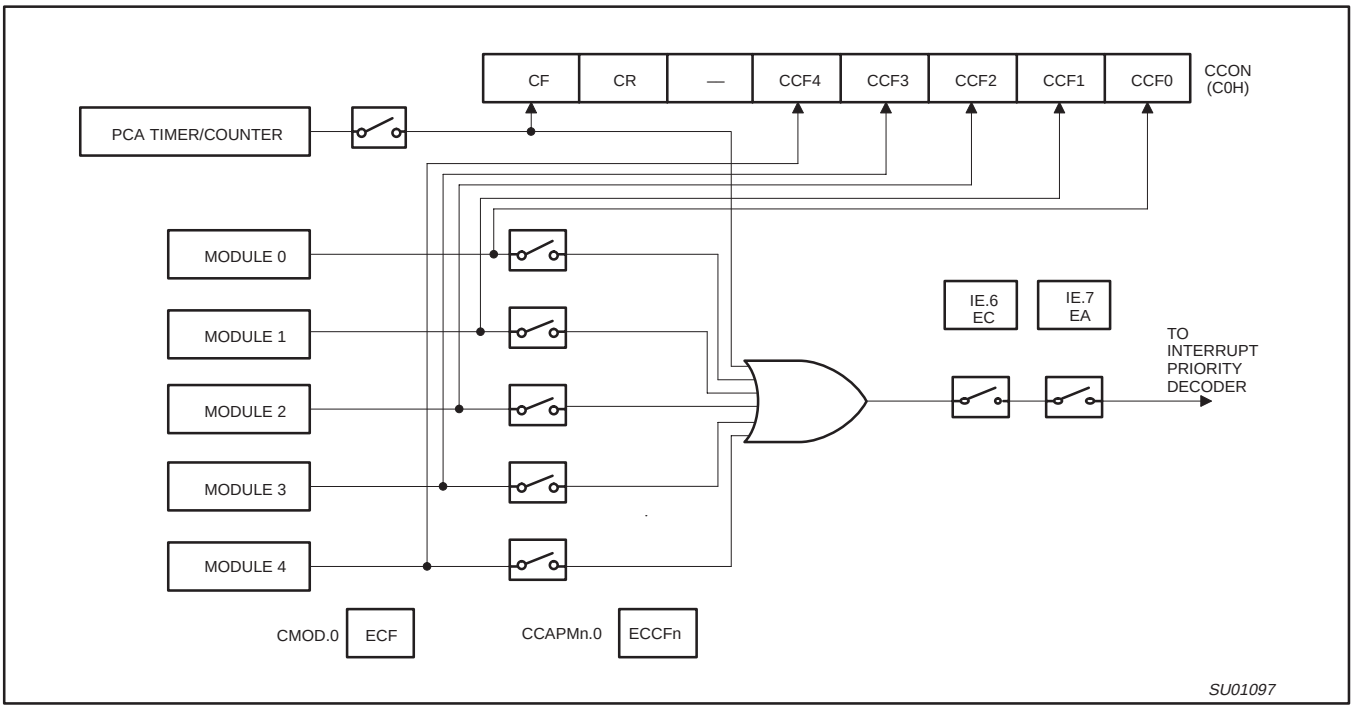

Figure 16. PCA Interrupt System
The CCON SFR contains the run control bit for the PCA and the flags for the PCA timer (CF) and each module (refer to Figure 18). To run the PCA the CR bit (CCON.6) must be set by software. The PCA is shut off by clearing this bit. The CF bit (CCON.7) is set when the PCA counter overflows and an interrupt will be generated if the ECF bit in the CMOD register is set, The CF bit can only be cleared by software. Bits 0 through 4 of the CCON register are the flags for the modules (bit 0 for module 0, bit 1 for module 1, etc.) and are set by hardware when either a match or a capture occurs. These flags also can only be cleared by software. The PCA interrupt system shown in Figure 16.